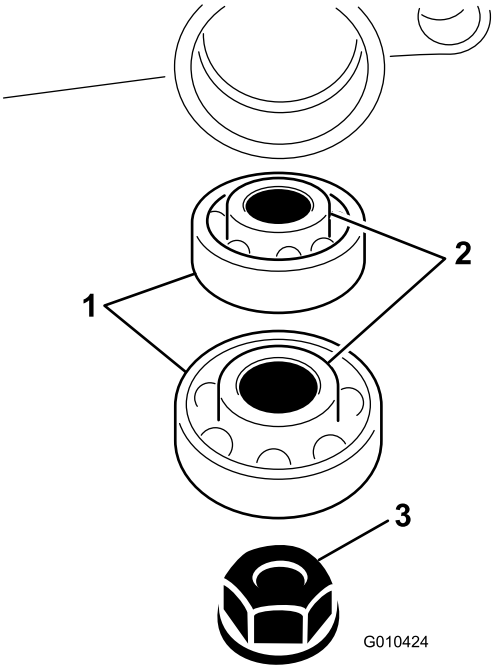

図 10
10. グルーマハウジングのグルーマシャフトにベアリングを取り付ける図 10。
11. 図 10のように、ナット3/8 インチを使ってグルーマシャフトをグルーマハウジングアセンブリに固定する。